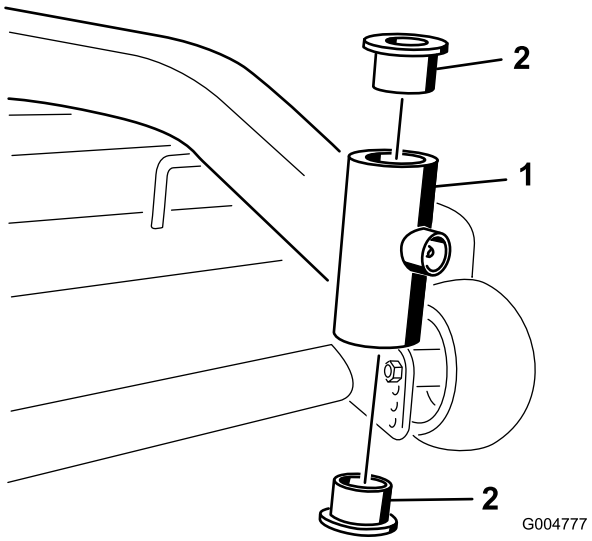

**Figure 44**
4. Insérez un chasse-goupille dans le tube de montage et chassez les bagues avec précaution (Figure 44). Nettoyez l'intérieur du tube de montage.